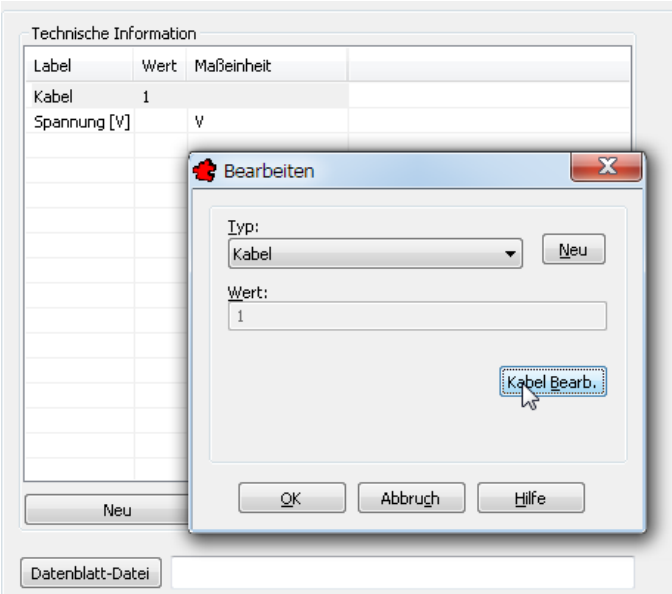

Bild 36.9 – Erstellung einer neuen Technischen Information, hier der Sonderfall Kabel
- Schaltfläche *Neu:* Mit dieser Schaltfläche fügen Sie einem Produkt *Technische Daten* hinzu, die von den Vorgaben der Produktgruppe abweichen (Abb. 36.9).